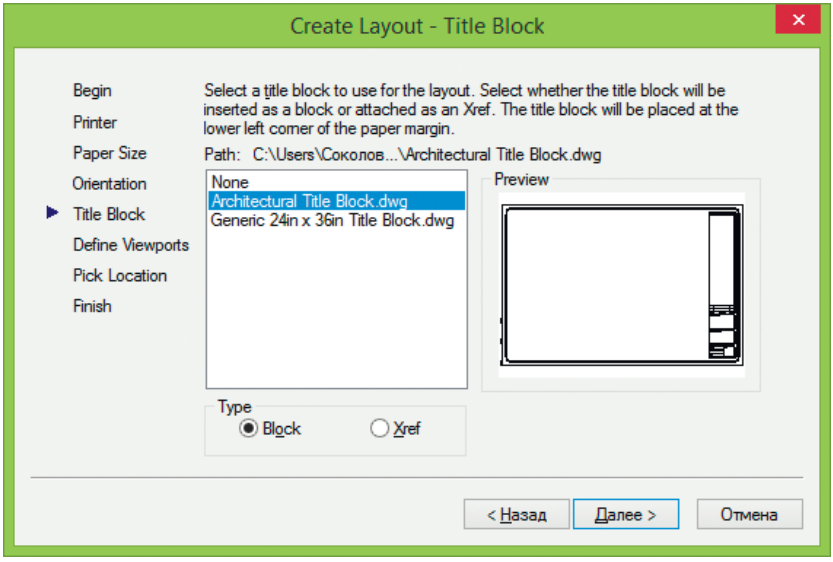

Рис. 15.7. Диалоговое окно Мастера компоновки листа, основная надпись
- **Title Block** – выбор используемой основной надписи (рис. 15.7), которая размещается, начиная от левого нижнего угла листа бумаги. Рамка чертежа вместе с основной надписью выбирается из списка, где представлены все стандартные блоки рамок форматов ANSI (American National Standards Institute) и ISO (International Standards Organization). Рекомендуется, чтобы рамка согласовывалась с установленными единицами чертежа, иначе возникает опасность того, что она не поместится на листе заданного формата или, наоборот, окажется слишком маленькой. Рамки ANSI рассчитываются в дюймах, а ISO, DIN и JIS – в миллиметрах. Размеры рамки ANSI A составляют приблизительно 10×8 единиц. Если же установить в качестве единиц миллиметры и вставить эту рамку на лист A4 (297×210), выяснится, что для такого формата она слишком мала.